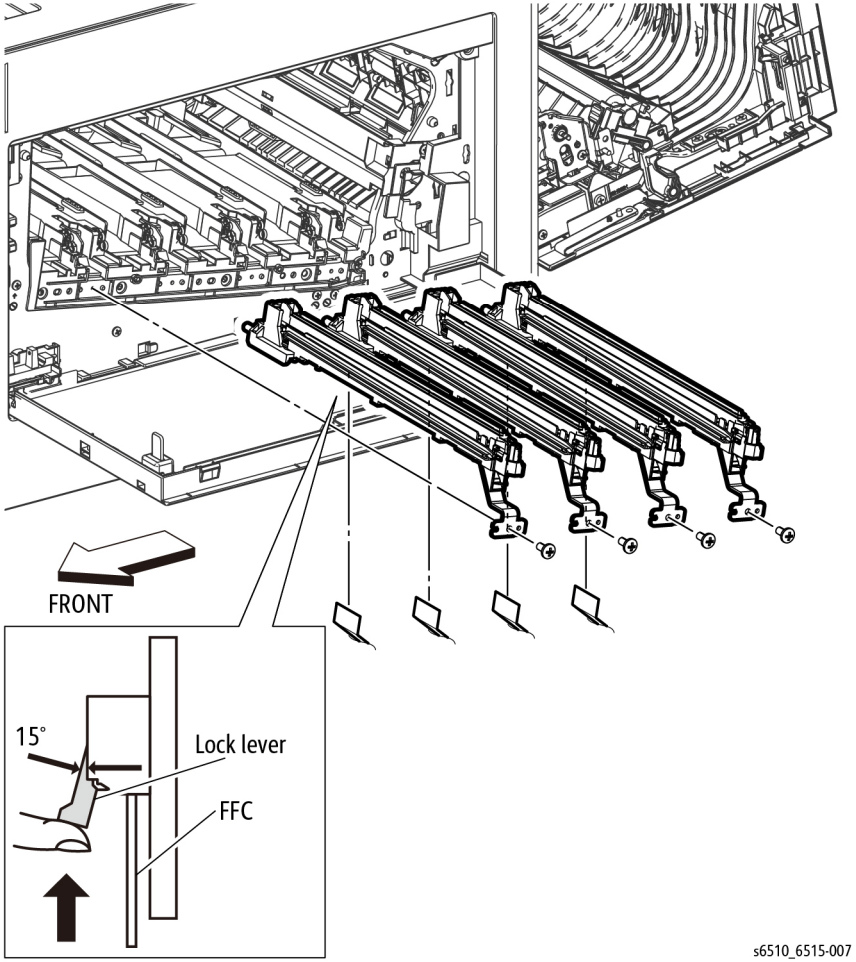

Figure 1 Remove the LPH Color Head Assembly
NOTE: *In the following steps, when releasing the lock lever on the connector, slightly open the lock lever to 15 degrees until the lock lever contacts the FFC connector as shown in Figure 1. After releasing the lock lever, hold the lever while gently pulling the FFC from the connector.*
4. Refer to Figure 1 to remove four screws (silver, M3x6mm) from the LPH Color Head Assembly.
5. Refer to Figure 1 to pull the LPH Color Head Assembly out from the Drum Cartridge Guide and disconnect the four flat cables (FFC).